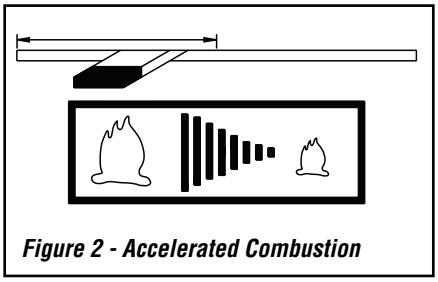

Figure 2 - Accelerated Combustion
Step 2. Completely open the air control level. See ***Figure 2***.